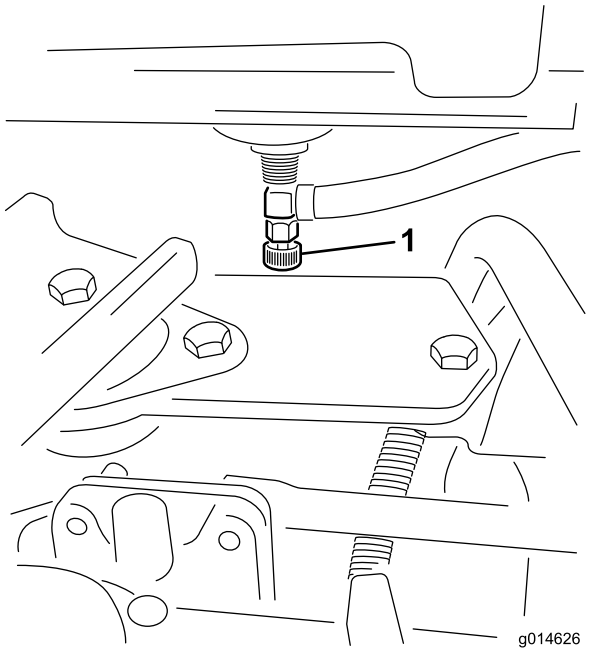

Figur 45
1. Stäng bränslekranen (Figur 45) under bränsletanken.